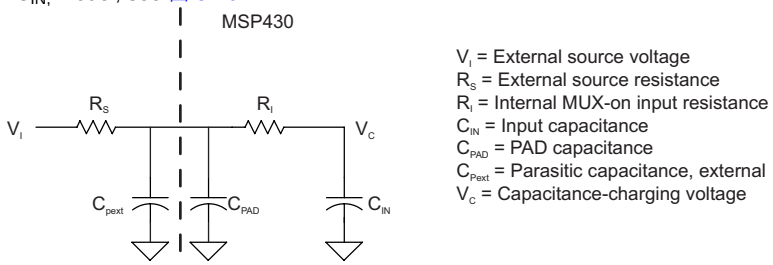

图 5-16. eCOMP Input Circuit
(1) For details on the eCOMP $C_{IN,}$ model , see 图 5-16.
(1) For details on the eCOMP $C_{IN,}$ model, see 图 5-16.